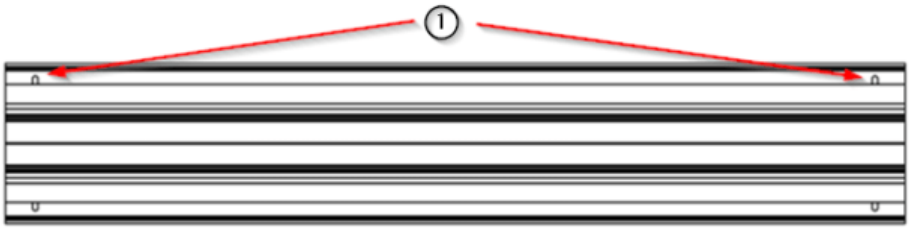

Rys. 6 Punkty mocowania urządzenia N270
Do montażu urządzenia służą dwa rzędy punktów mocowania z tyłu urządzenia. Liczba i odległość tych punktów mocowania różnią się w zależności od długości urządzenia i są określone na odpowiednim rysunku instalacyjnym dostarczonym wraz z urządzeniem. Patrz rys. 6.
- Zlokalizować punkty kotwiczenia urządzenia ① wskazane na załączonym rysunku instalacyjnym (patrz rys. 6).